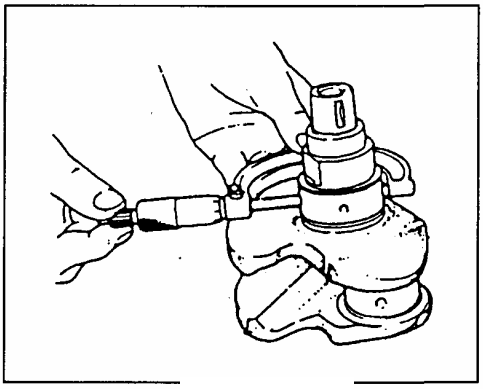

Рис. 166
2) Измерьте диаметр отшлифованной шейки при помощи измерительного прибора (Рис. 166). Для проверки овальности, измерения необходимо провести в двух направлениях, перпендикулярно друг другу.